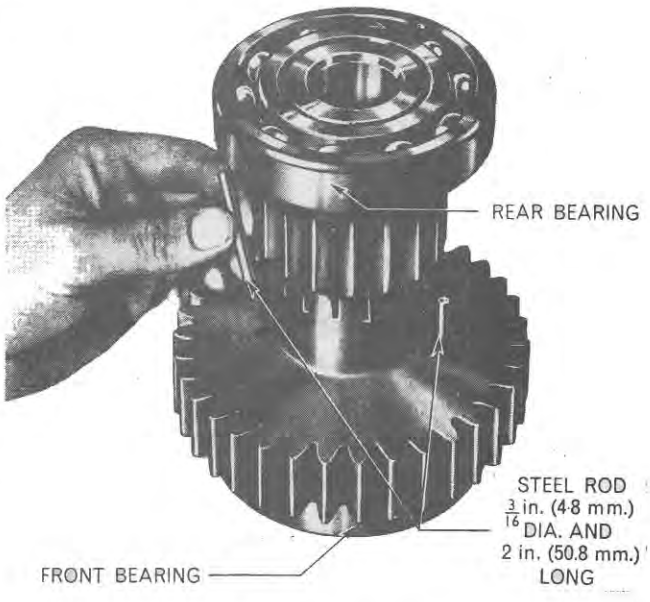
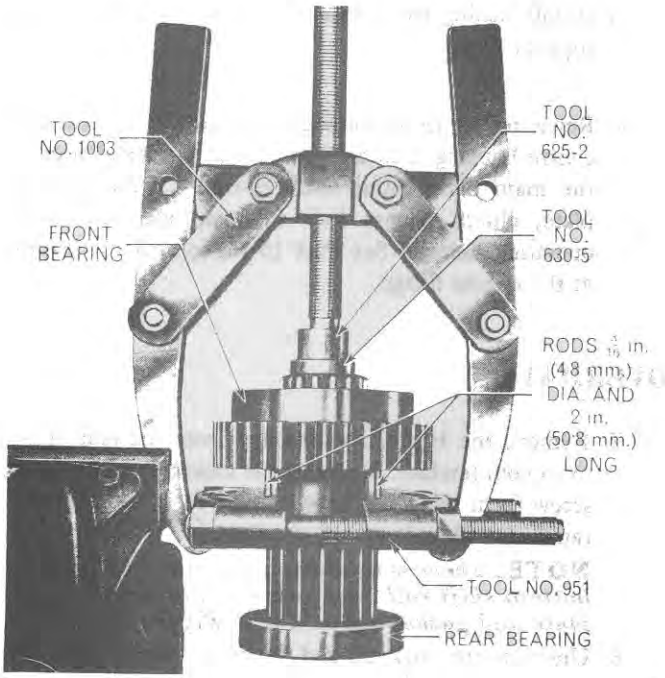

Figure 72
Figure 73
2. The front bearing is removed using Tools Nos. 1003, 951, 630-5, 625-2, also two pieces of steel rod $\frac{3}{16}$ in. (4·8 mm) diameter and 2 in. (50·8 mm) long. Two pieces of steel rod are inserted through the driving holes in the gear, Figure 72, to contact the bearing. The assembly is then placed in the Tools indicated above, so that the rods push the bearing off, Figure 73.